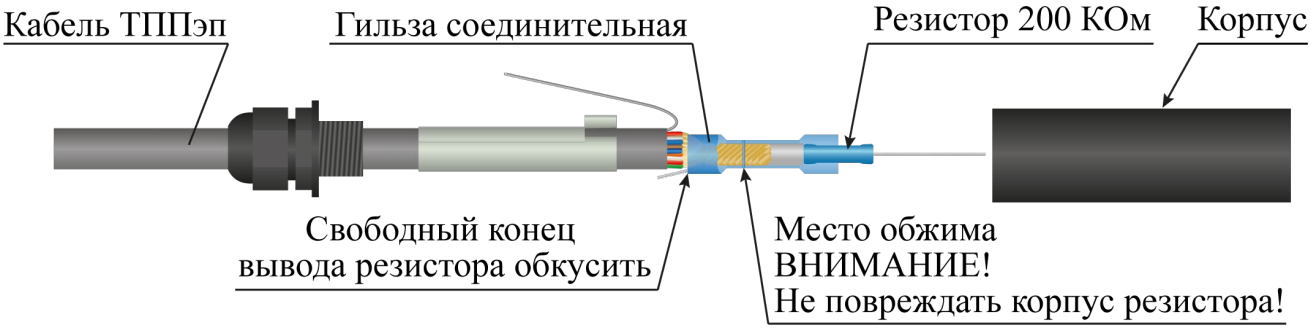

Рисунок 4.8
– гильзу обжать с помощью специального инструмента (рекомендуется применять клещи обжимные КО-01) со стороны кабеля ТППэп, не повреждая корпус резистора (рисунок 4.8);